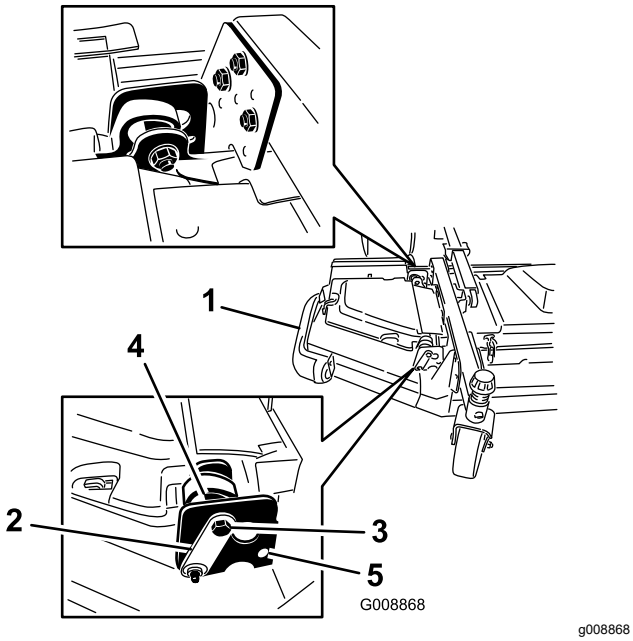

**Figuur 4**
4. Installeer de voorste en de achterste aanslag-bouten via de bovenste montageopeningen en excentrieken (Figuur 4).